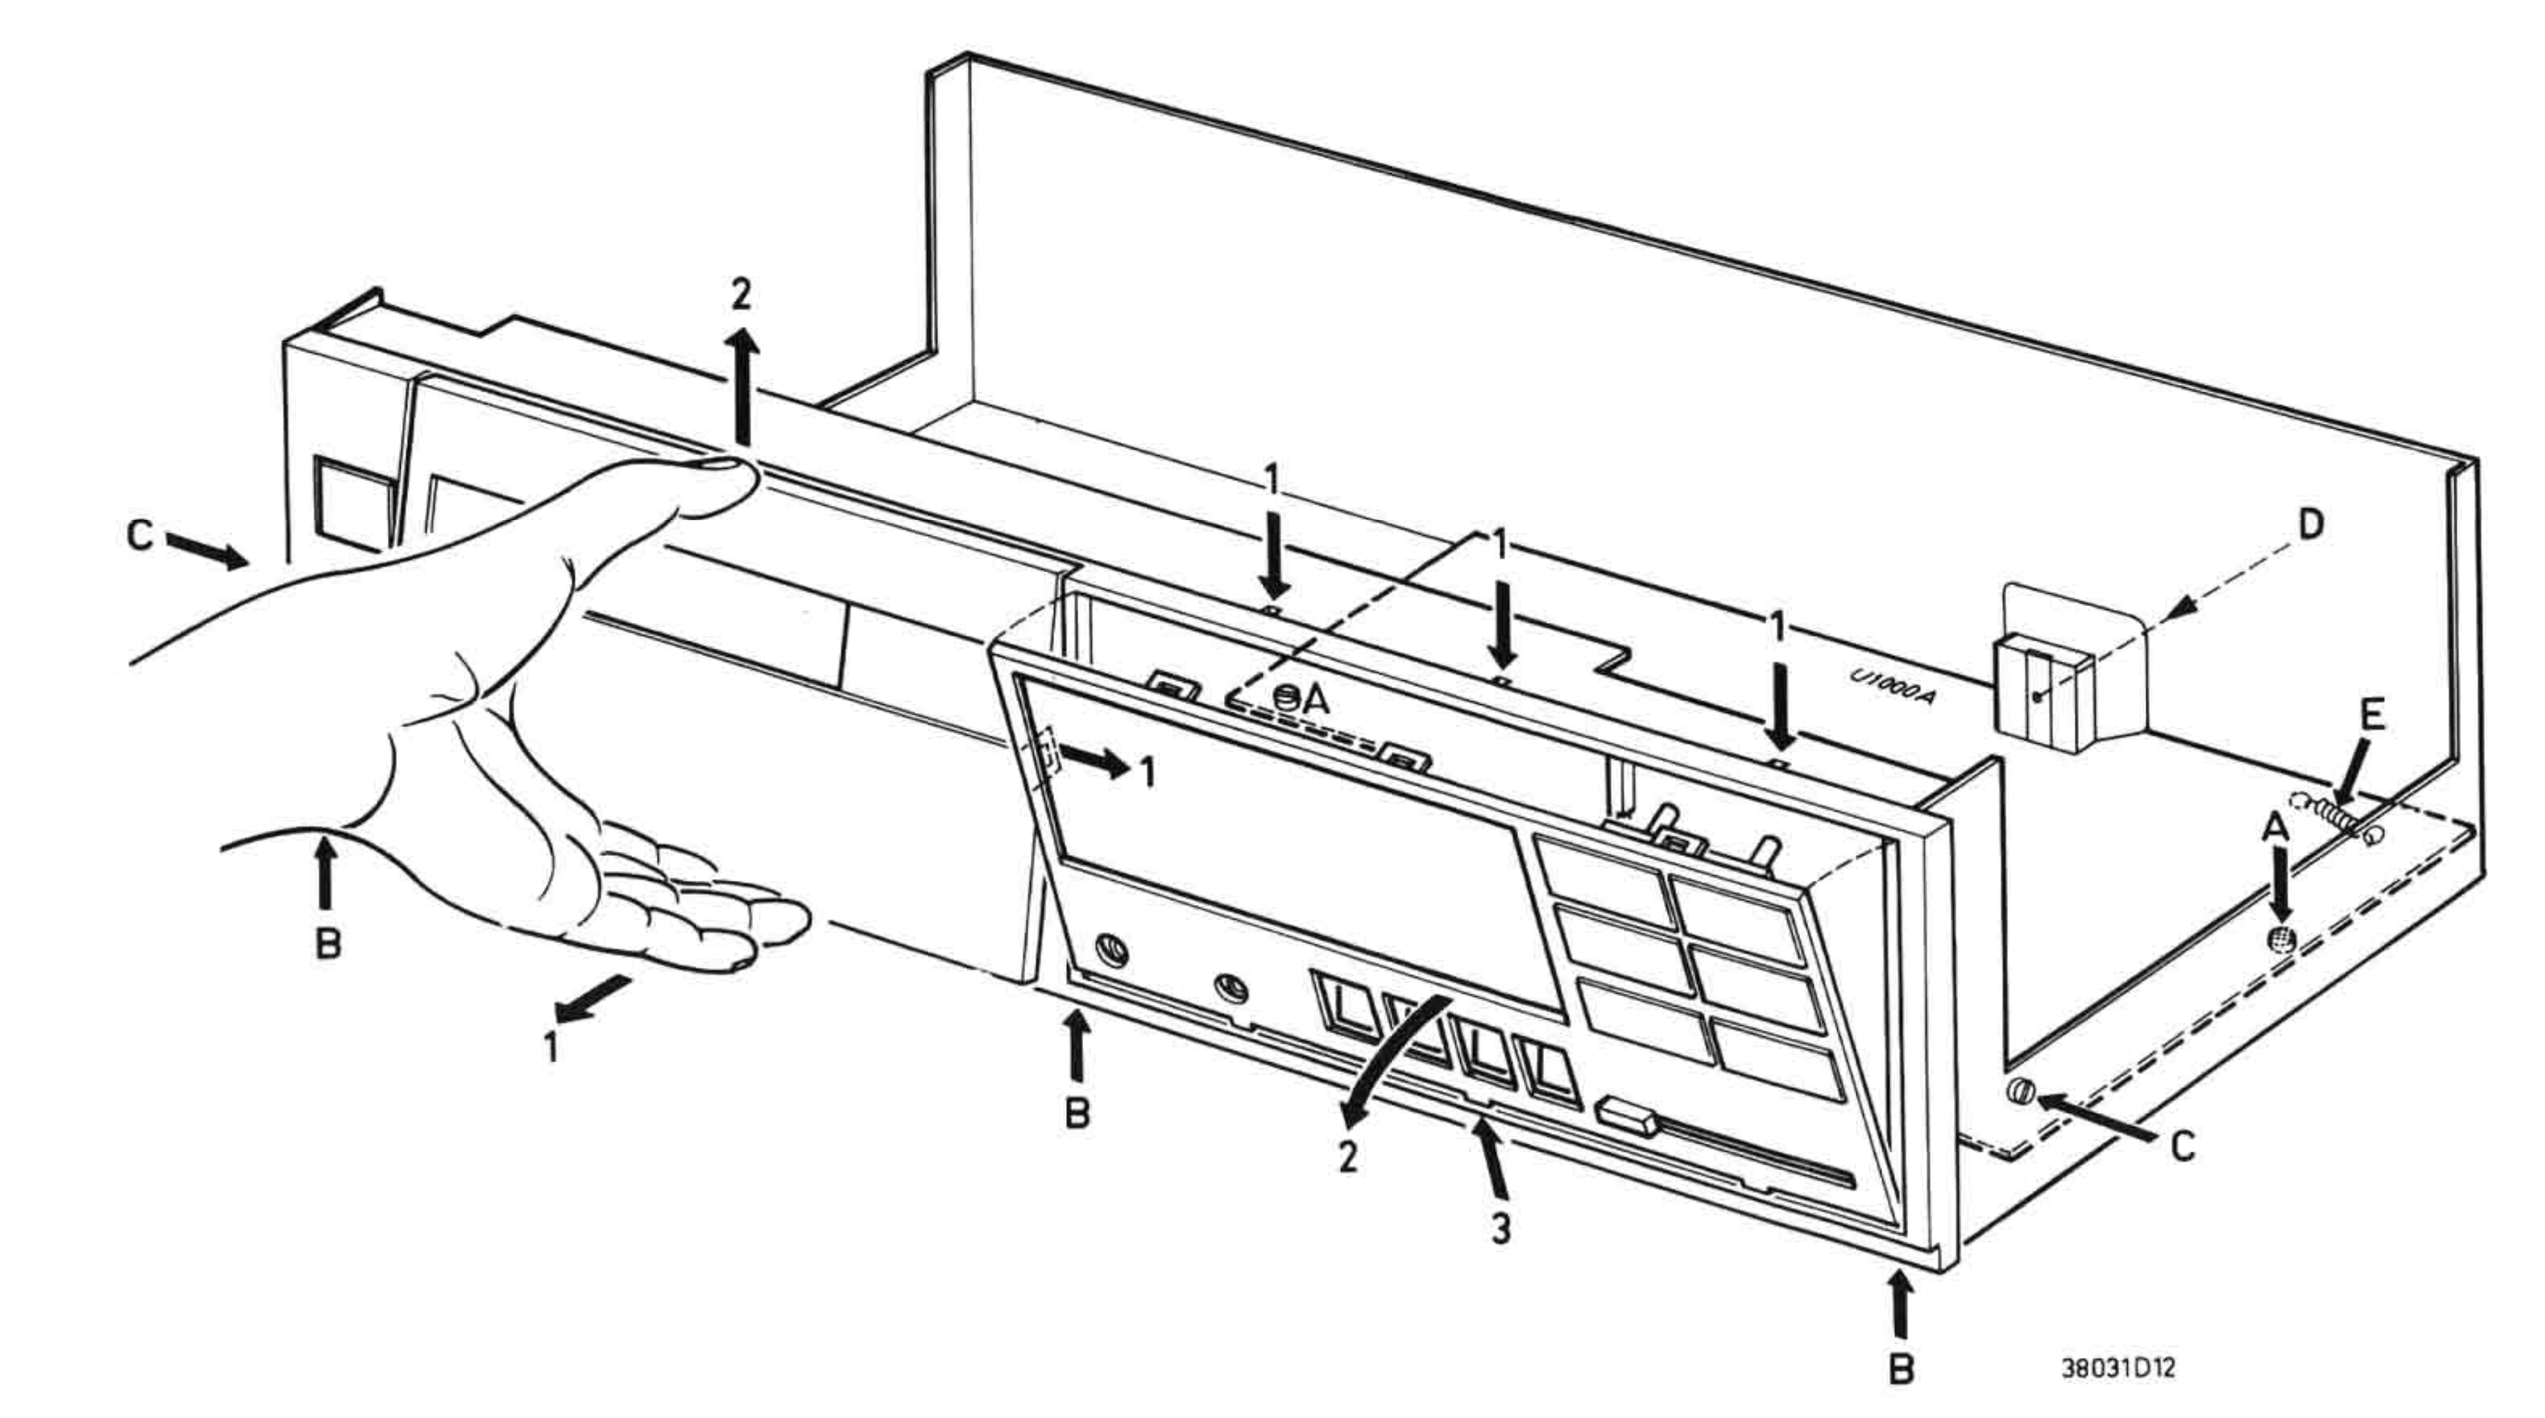

Fig. 3
- Remove the ornamental lid by pulling it forwards at the lower side of the tapedeck, with the cassette lid closed (Fig. 3).
- Push with a screwdriver the 4 lugs of ornamental plate 408 inwards out of front plate 403 (Fig. 3).
5. Disassembly of main PCB U1000A (Fig. 3)
- Verwijder de sierklep door deze aan de onderzijde van het loopwerk naar voren weg te trekken, terwijl de kassetteklep gesloten is (Fig. 3).
- Druk met een schroevedraaier de 4 lippen van de sierplaat 408 naar binnen uit frontplaat 403 (Fig. 3).
5. Uitkasten van de hoofdprint U1000A (Fig. 3)
- Enlever l'enjoliveur en le retirant en-dessous du mécanisme vers l'avant alors que le compartiment de cassette reste fermé (Fig. 3).
- A l'aide d'un tournevis, pousser les 4 languettes de l'enjoliveur 408 vers dedans, au travers de la façade 403 (Fig. 3).
5. Démontage de la platine principale U1000A (Fig. 3)
- Zierklappe beseitigen, indem sie auf der Unterseite des Laufwerks nach vorne fortgezogen wird, während die Cassettenfachklappe geschlossen ist (Bild 3).
- Mit einem Schraubenzieher die 4 Zungen der Zierplatte 408 einwärts aus Frontplatte 403 (Bild 3) hinausdrücken
5. Ausbau der Hauptplatine U1000A (Bild 3)
- Togliere la piastra mentre si tira da sotto al meccanismo verso la fronte, il vano cassette essendo chiuso (Fig. 3).
- Per mezzo di un cacciav[illegible]e spingere le 4 linguette della piastra 408 in alto attrave[illegible]e 403 (Fig. 3).
5. Smontaggio della piastra principale U1000A (Fig. 3)